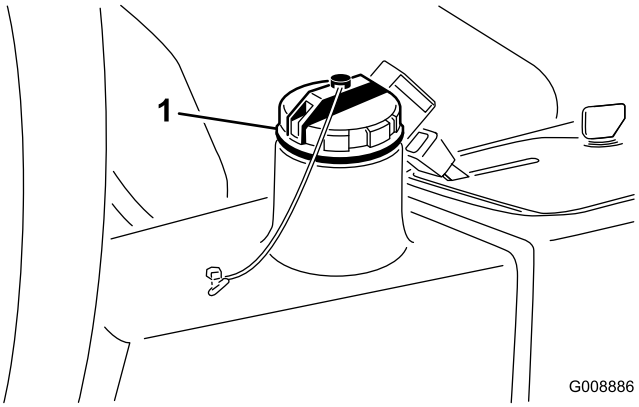

Rysunek 77
4. Napełnij zbiornik (Rysunek 77) ok. 13,2 litra świeżego oleju hydraulicznego, patrz rozdział Przegląd układu hydraulicznego (Strona 30).